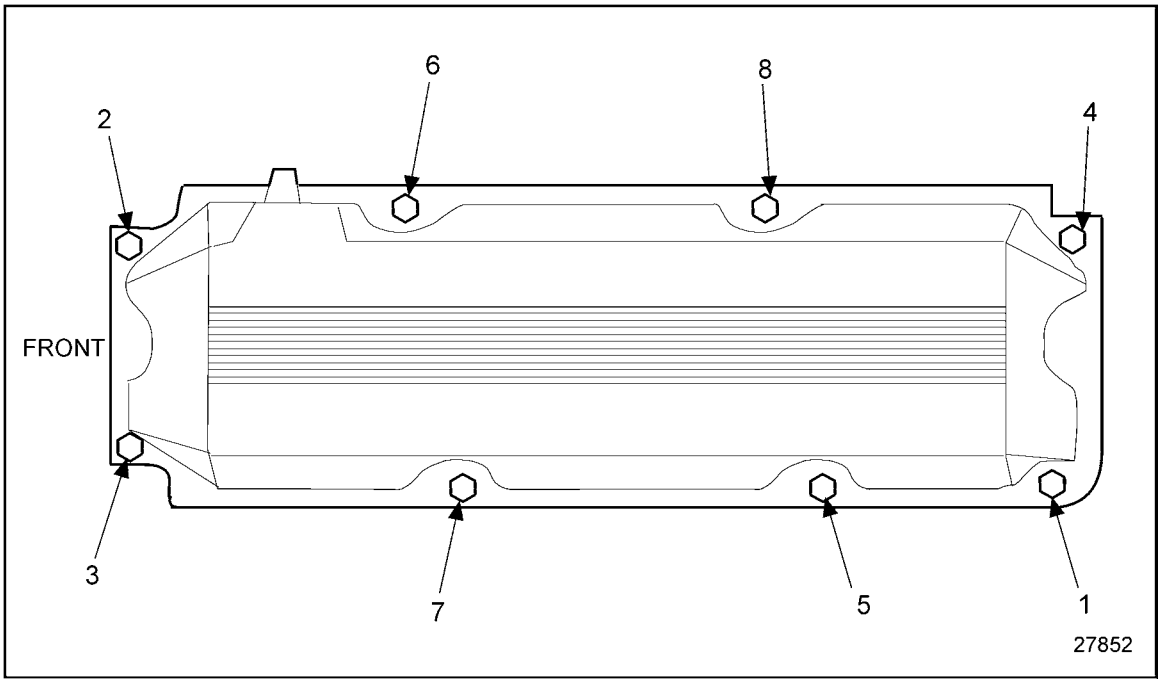

Figure 1-117 Rocker Cover Bolt Cap Tightening Sequence
2. Install the rocker cover cap to the base. Install the eight bolts that attach the cap to the base, and torque to 22-25 N·m (16-18 lb·ft) using the torque sequence. See Figure 1-117. Tighten the bolts in two stages, using half-torque value first. The same procedure applies to the intermediate cover installation.